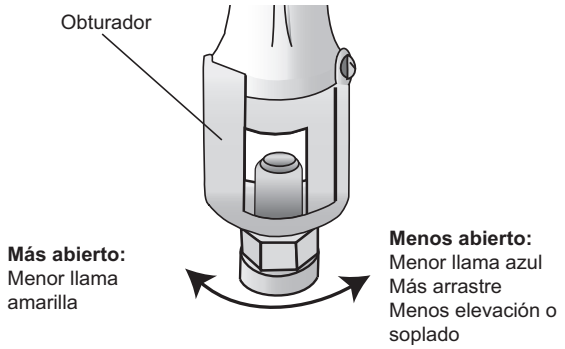

Figura 6: Ajuste del respiradero para hornear
1. Afloje el tornillo y gire el respiradero. Cierre el respiradero si la llama está levantando la hornilla o saliéndose de esta, o si no se está extendiendo sobre esta; abra el respiradero si es demasiado amarilla. (Consulte la Figura 6). Ajuste el tornillo.